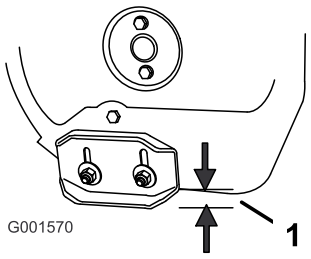

Figur 33
2. Løsn de møtrikker, der fastgør begge glidere til sneglens sider, indtil gliderne let kan glide op og ned (Figur 33).